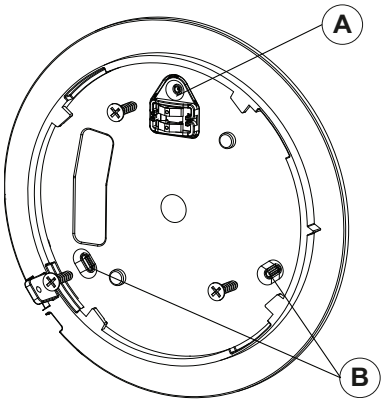

Bild 4. Fast hållaren
1. Markera och borra två hål i monteringsytan. Om du installerar sabotageskydd på detektorn, markera och borra ett hål för sabotageskyddet och ett hål för en av de andra tillgängliga skårorna (se bild 4).